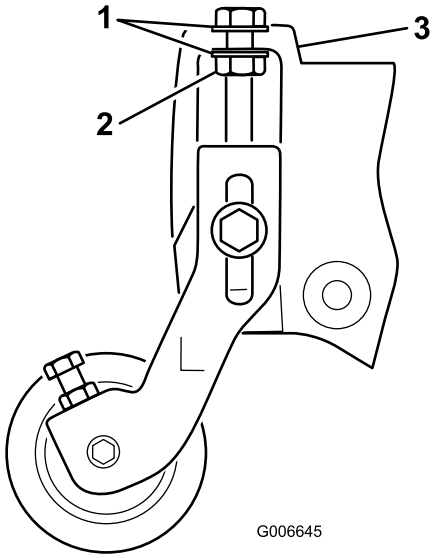

図 5
注 刈高調整ボルトのワッシャが、フランジの左右に配置されるようにすること図 5。
10. ワッシャがサイドプレートのフランジに接触するまで刈高調整ボルトを締め付け、そこから、ナットを 1/2 回転だけ戻す図 5。